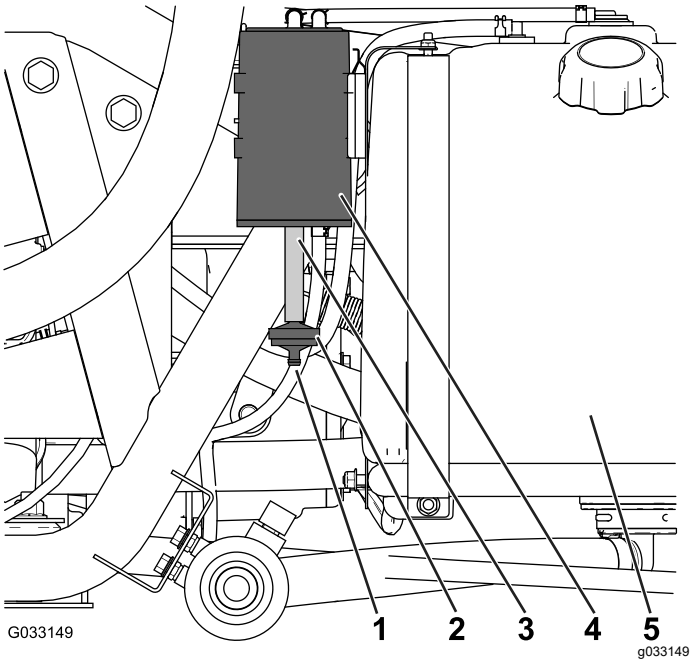

Figure 48
Par l'ouverture au bas du filtre à air, vérifiez que la cartouche de charbon actif est propre et exempte de débris et d'obstructions (Figure 48).
1. Retirez le raccord cannelé du filtre à charbon actif au bout du flexible situé au bas de la cartouche, et déposez le filtre (Figure 48).